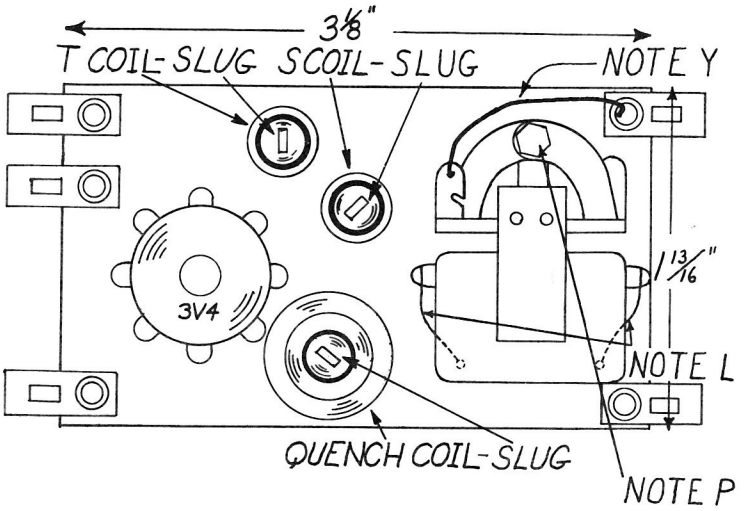

FIG 1B
9.4a If the set is equipped with a Kurman 10,000 ohm relay (See name on armature) and the modeler wishes to readjust it the procedure is as follows: CAUTION: DO NOT ADJUST THE SPRING TENSION. This is factory set for best operation. When the relay is energized (receiver turned on) the armature is pulled toward the pole piece by magnetic force and the contact on the armature hits the top adjustable contact. Turning the top contact (Fig. 1B, Note P) counter-clockwise decreases the value of plate current at which the armature will drop out (thereby actuating the escapement) and vice versa. Backing the top contact out so far that the armature hits the pole piece before it hits the contact would result in a minimum value. Adjust top contact for proper drop-out value. Turning the bottom contact to move up toward the top contact decreases the value of pull-in current (releasing escapement) and vice versa. Adjust bottom contact for proper pull-in value. The less movement allowed to the armature by the contacts, the less difference between the pull-in and drop-out.